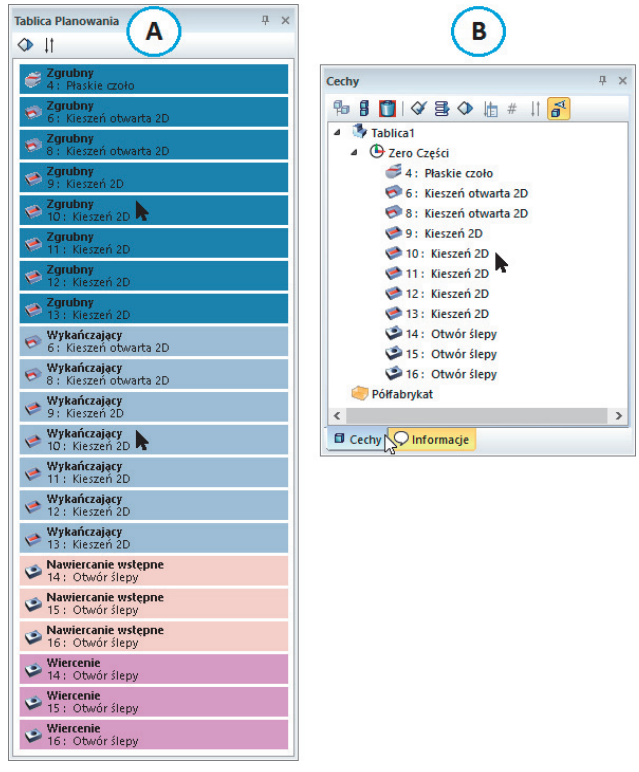

Rysunek 9.66.
4. Zwróć uwagę, że w przeglądarce *Cechy* wyszukane cechy technologiczne typu: *Płaskie czoło*, *Kieszeń otwarta 2D*, *Kieszeń 2D* i *Otwór ślepy* zostały automatycznie posortowane oraz zostały im przypisane zalecane metody obróbki (rysunek 9.66).